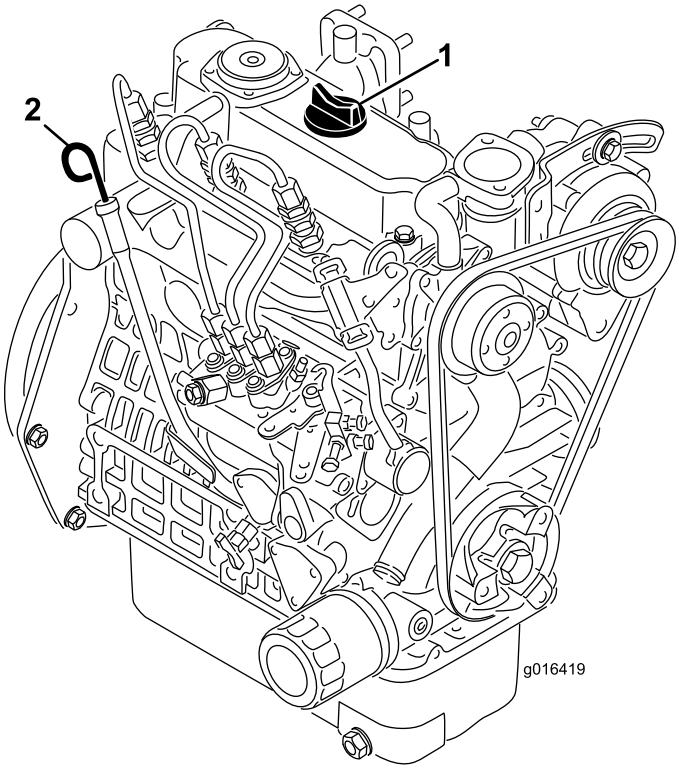

**Figur 22**
2. Fjern målepinden, og aftør den med en ren klud (Figur 22). Sæt målepinden ned i målepindsrøret, og sørg for, at den sidder helt i bund. Tag målepinden ud af røret igen, og kontroller oliestanden. Hvis oliestanden er lav, skal du fjerne påfyldningsdækslet fra ventildækslet og **langsomt** påfylde så meget olie, at oliestanden stiger til Full-mærket på målepinden. Hæld langsomt olie på, og kontroller niveauet ofte under denne proces. **Fyld ikke for meget på.**